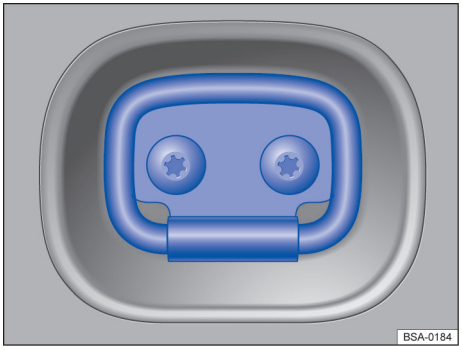

Fig. 156 Dans le compartiment de charge : œillets d'arrimage
Le compartiment de charge est équipé d'œillets d'arrimage → fig. 156 destinés à fixer à l'aide de cordes d'arrimage et de sangles de fixation ou de maintien des objets ainsi que tout chargement → ⚠.
1. Relevez les œillets d'arrimage → fig. 156.